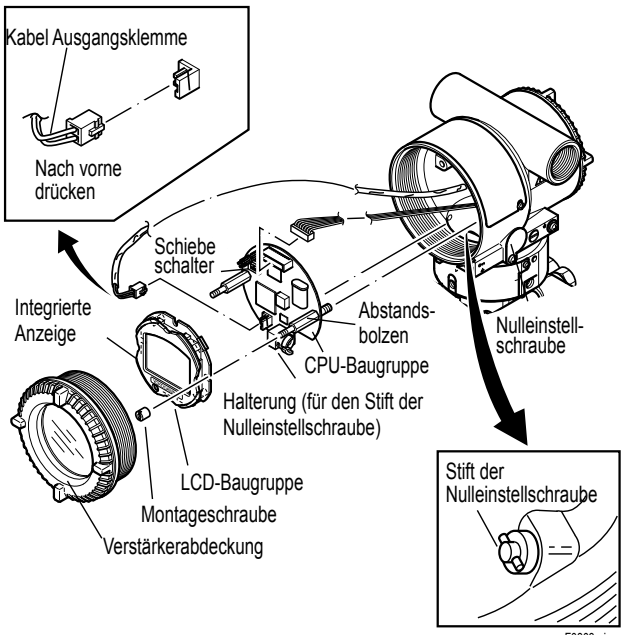

Abb. 8.3 Aus- und Einbau von LCD- und CPU-Baugruppe
Dieser Abschnitt beschreibt das Verfahren zum Austausch der integrierten Anzeige. (Siehe Abb. 8.3.)
In diesem Abschnitt wird das Verfahren zum Austausch der CPU-Baugruppe beschrieben. (Siehe Abb. 8.3.)
2) Drehen Sie die Nullpunkteinstellschraube in die in Bild 8.3 gezeigte Position (der Schlitz der Schraube muss waagerecht stehen).